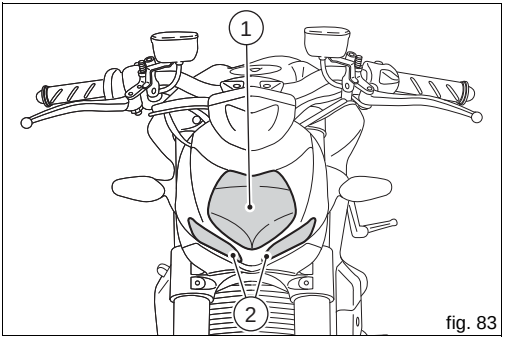

fig. 83
Shown in fig. 83 are the locations of the low beam bulb (LO) (1), high beam bulb (HI) and parking light bulb (2).